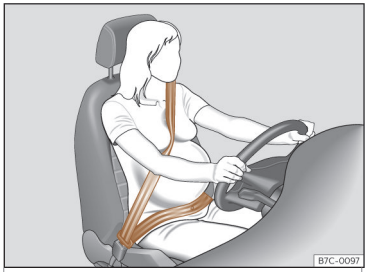

Abb. 12 Gurtbandverlauf bei schwangeren Frauen.
Bei **schwangeren Frauen** muss der Sicherheitsgurt gleichmäßig über die Brust und möglichst tief vor dem Becken verlaufen sowie flach anliegen, damit kein Druck auf den Unterleib ausgeübt wird - und das während der gesamten Schwangerschaft»» Abb. 12.
• Bei schwangeren Frauen muss das Beckengurtteil des Sicherheitsgurts möglichst tief vor dem Becken verlaufen und um den Bauch herum „flach anliegen“»» Abb. 12.